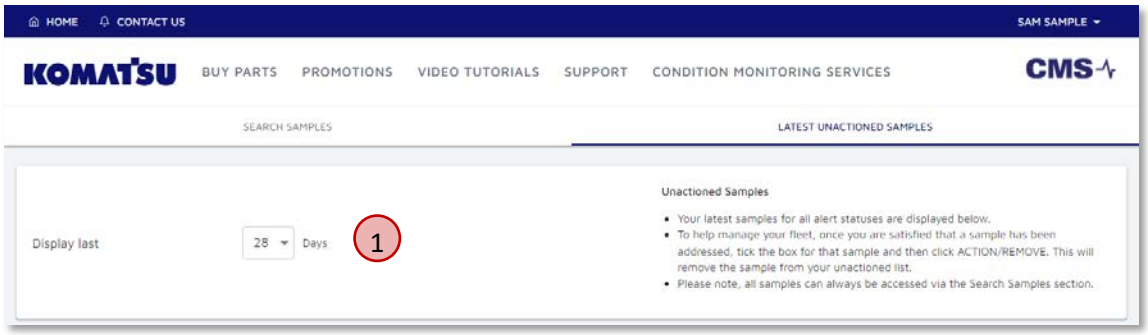

Figure 2.4 Latest Unactioned Samples Page
When a sample is evaluated, it will be added to our latest unactioned samples list, which is presented to us through this screen (Figure 2.4).
The page will default to showing us samples which have been evaluated in the last 28 days; however, we can easily change this by using the drop-down to select a different number of days (① in Figure 2.4).